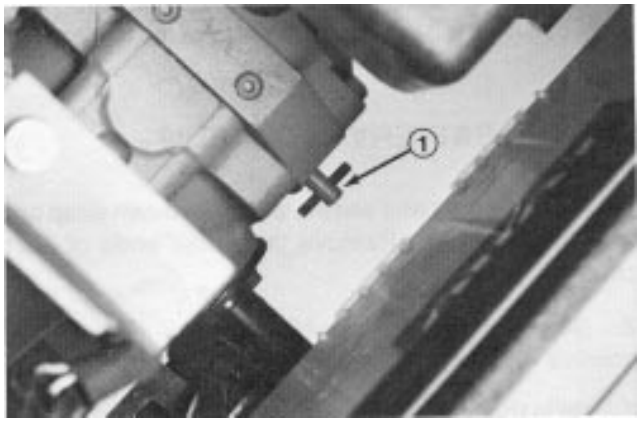

Figure 10
1. Reach in and rotate by–pass valve on transmission (Fig. 10) counterclockwise 1/2 to 1 turn. Opening the valve opens an internal passage in the pump, thereby bypassing transmission oil. Because fluid is by–passed, the machine can be pushed without damaging the transmission.